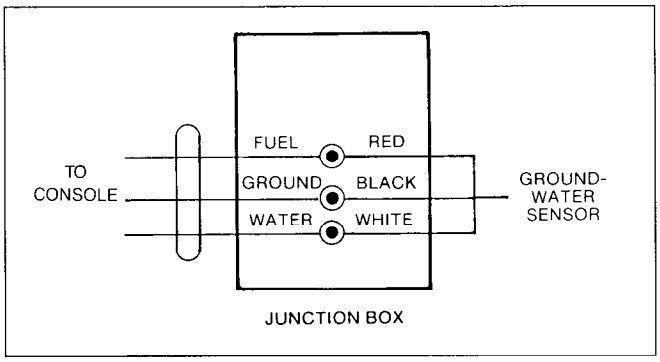

Figure 21. Groundwater Sensor Field Wiring Diagram
8. Using wiring nuts, connect the wires from the sensor cable to the sensor field wires in the junction box (see Figure 21, "Groundwater Sensor Field Wiring Diagram"). Be sure to observe proper polarity between the sensor and monitor wiring during installation.